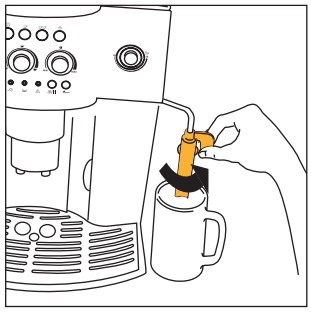
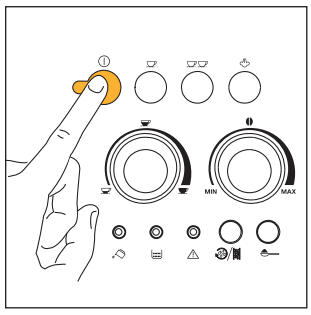

Abb.3
Abb.4
2. Den Milchaufschäumer nach außen drehen, eine Tasse darunter stellen (Abb. 3), und durch Drücken der Taste ⏻ (Abb. 4) die Maschine einschalten.
- Den Milchaufschäumer zur Außenseite der Maschine hin drehen (Abb. 3).
- Einen Behälter unter den Milchaufschäumer stellen (Abb. 3).
- Den Milchaufschäumer nach außen drehen (Abb. 3).